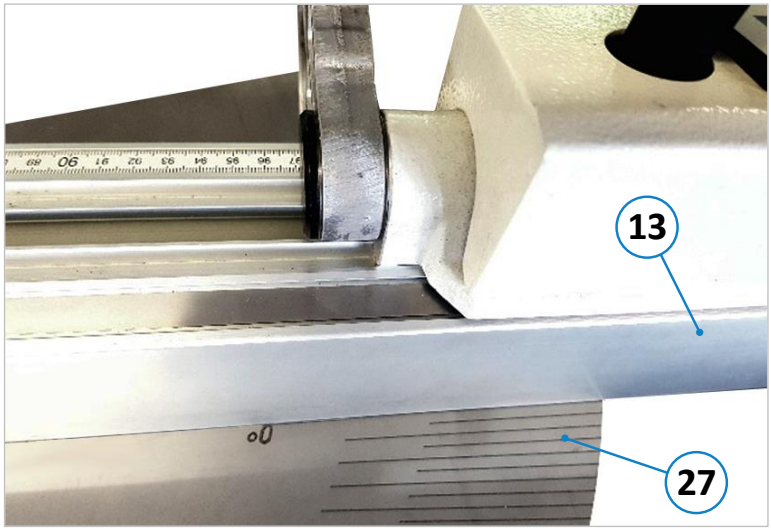

Abbildung 28: Längenanschlag auf Nullposition
- Der Längenanschlag (**13**) ist so automatisch auf die Position 0° eingerichtet (siehe ⇨ Abbildung 28).